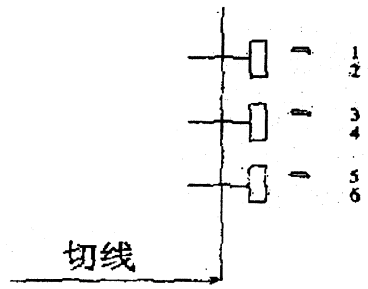

图20－2
2. 切除TD脚后，要连接外电源(12 V电池)，如图20－3所示。